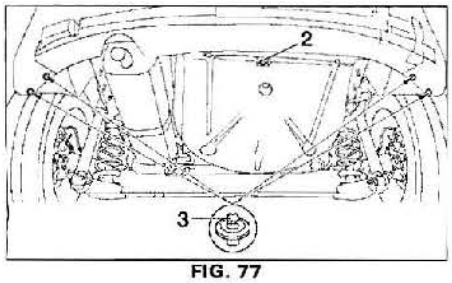

FIG. 77
• Desmontar las grapas de fijación (1) y (3) **(fig. 77)**.
• Aflojar la tuerca (2) **(fig. 77)**.